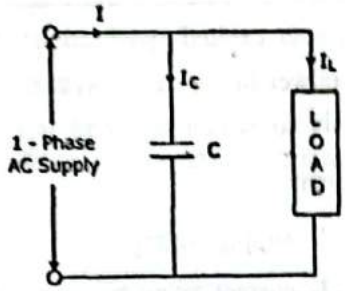

FIG. 5.28 : CONNECTION OF CAPACITOR BANK IN THREE PHASE CIRCUITS
- The power factor improvement using static capacitor is shown in Fig. 5.28.